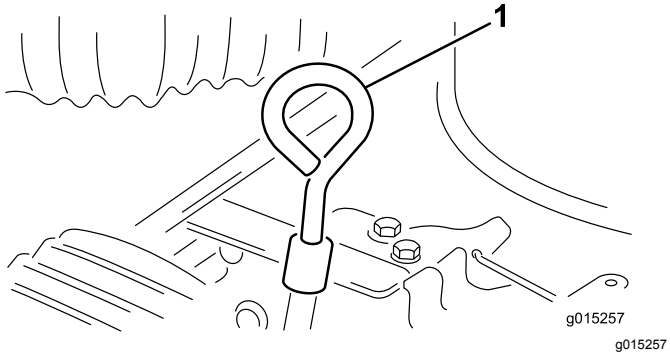

Figur 8
2. Rengør området omkring målepinden, så der ikke trænger snavs ned i påfyldningshullet, hvilket kan beskadige motoren (Figur 8).